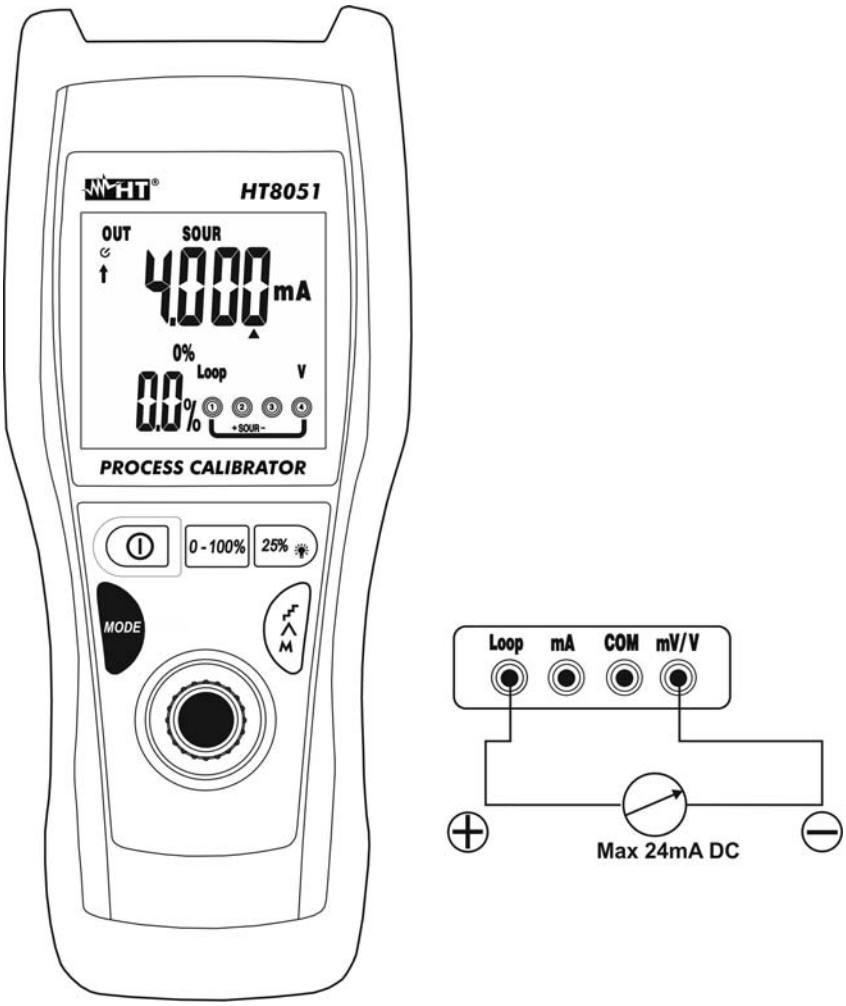

Fig. 6: Generazione di Corrente DC
5. Posizionare il puntale verde ed il puntale nero rispettivamente nei punti a potenziale positivo e negativo del dispositivo esterno che deve ricevere l’alimentazione (vedere Fig. 6)
6. Per la generazione del valore negativo della corrente ruotare i puntali di misura in verso opposto rispetto alla connessione di Fig. 6